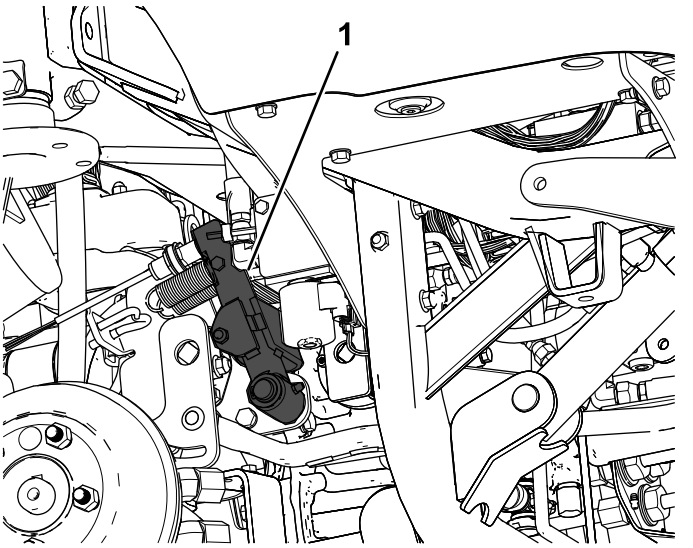
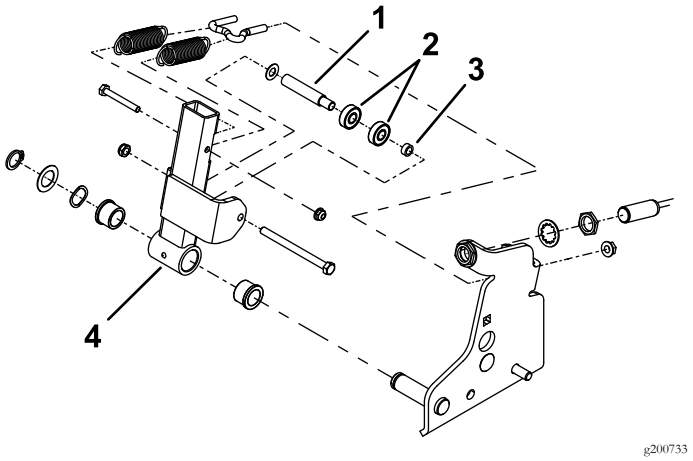

Figur 1
Figur 2
5. Find og fjern den eksisterende neutrale arm (Figur 1 og Figur 2).
8. Monter den neutrale arm i maskinen (Figur 2).